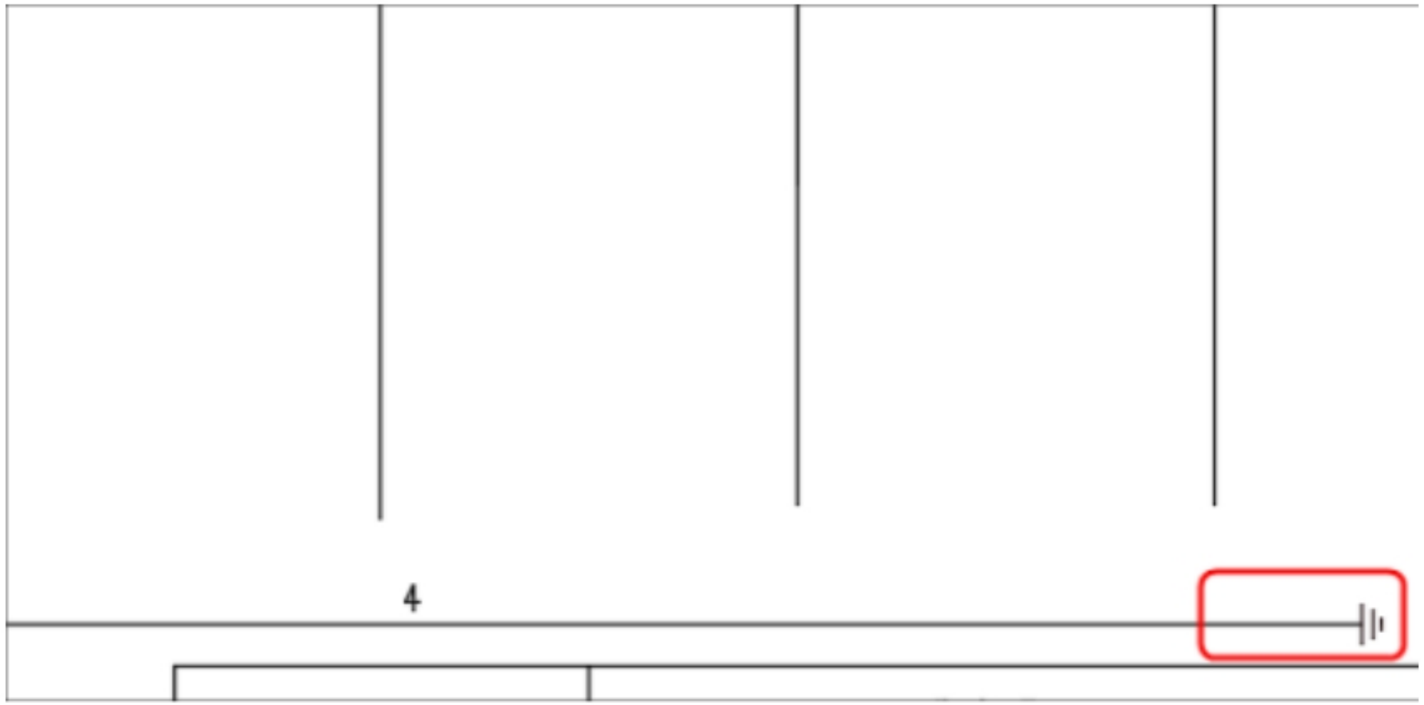

Figure-75. After placing ground symbol
- Click at the end of wire with 4 wire number; refer to Figure-75.